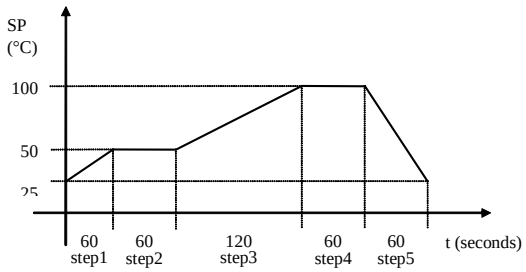

Figura 2.25 – Exemplo de Configuração
2) Os dois arranjos definem o valor de Setpoint (eixo y) em função do tempo (eixo t). Entre dois pontos dados, o Setpoint é calculado por interpolação. Como cada segmento é definido por $[START_VAL]_i$, $[DURATION]_i$ e $[START_VAL]_{i+1}$, um modelo com "**n**" segmentos necessitará **n+1** valores iniciais e **n** tempos de duração. Como exemplo, os dois arranjos definem a curva mostrada na Figura 2.25: